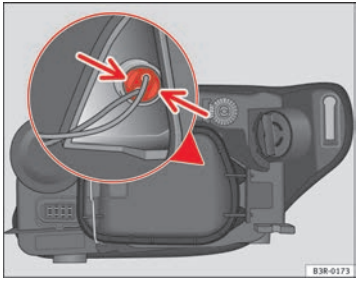

Fig. 197 Side light bulb (outside of vehicle)
- Gently press on the bulb holder tabs ⇒ fig. 197 and pull the cover upwards (it can also be removed by pulling on the bulb holder wires).